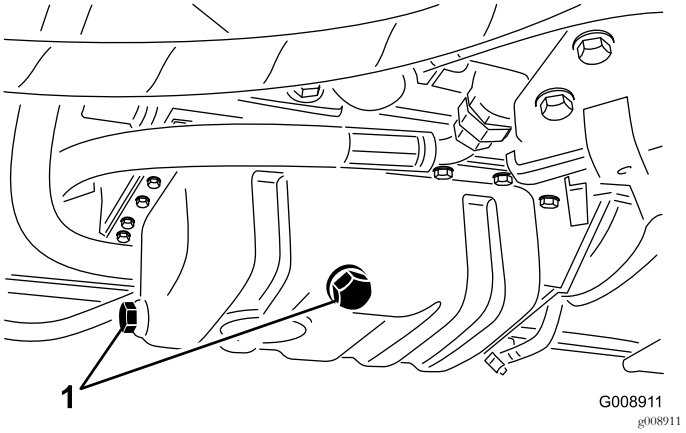

Figur 64
1. Fjern en af aftapningspropperne (Figur 64) og lad olien løbe ned i dræningsbakken. Når olien holder op med at løbe, skal aftapningsproppen sættes på plads.